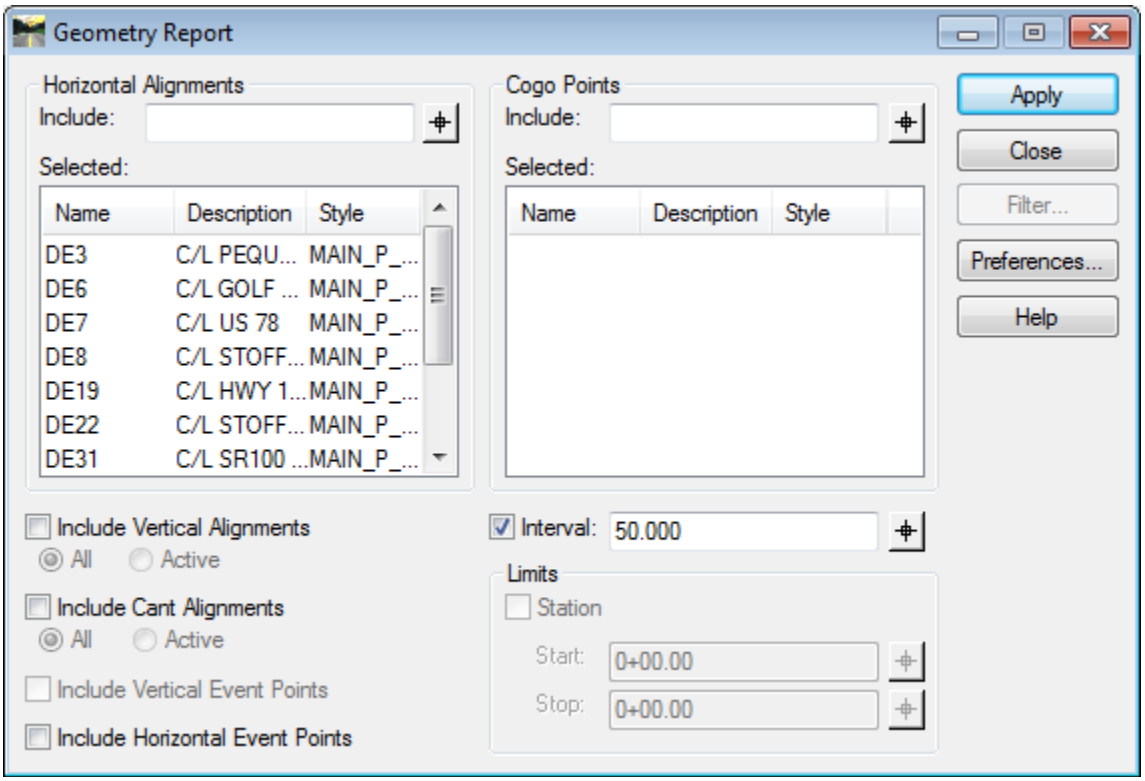

Figure L14-5 Geometry Report
13.	**Move all the Selected Alignments to the Geometry Report dialog and set the Reporting Interval to 50.00.** • In the **Geometry Selection Filter** dialog, click **OK**. The **Geometry Selection Filter** dialog closes and returns the selected alignments to the **Horizontal Alignments** – **Include:** field of the **Geometry Report** dialog. • Place a check in the **Interval:** check box and enter **50.000** in the entry field for the interval. • Verify your entries match those shown in *Figure L14-5*.